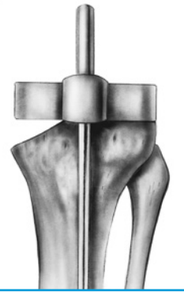

Fig. 4
- If desired, remove the reamer and check alignment by using a Spacer Block with the Extramedullary Alignment Rod **(Fig. 4)**.